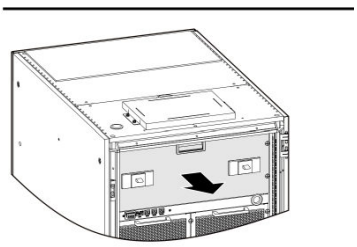

FIGURE 5-1 Removing the top plate, door open
1. Open the front door and remove the top plate (wiring plate) (Figure 5-1).